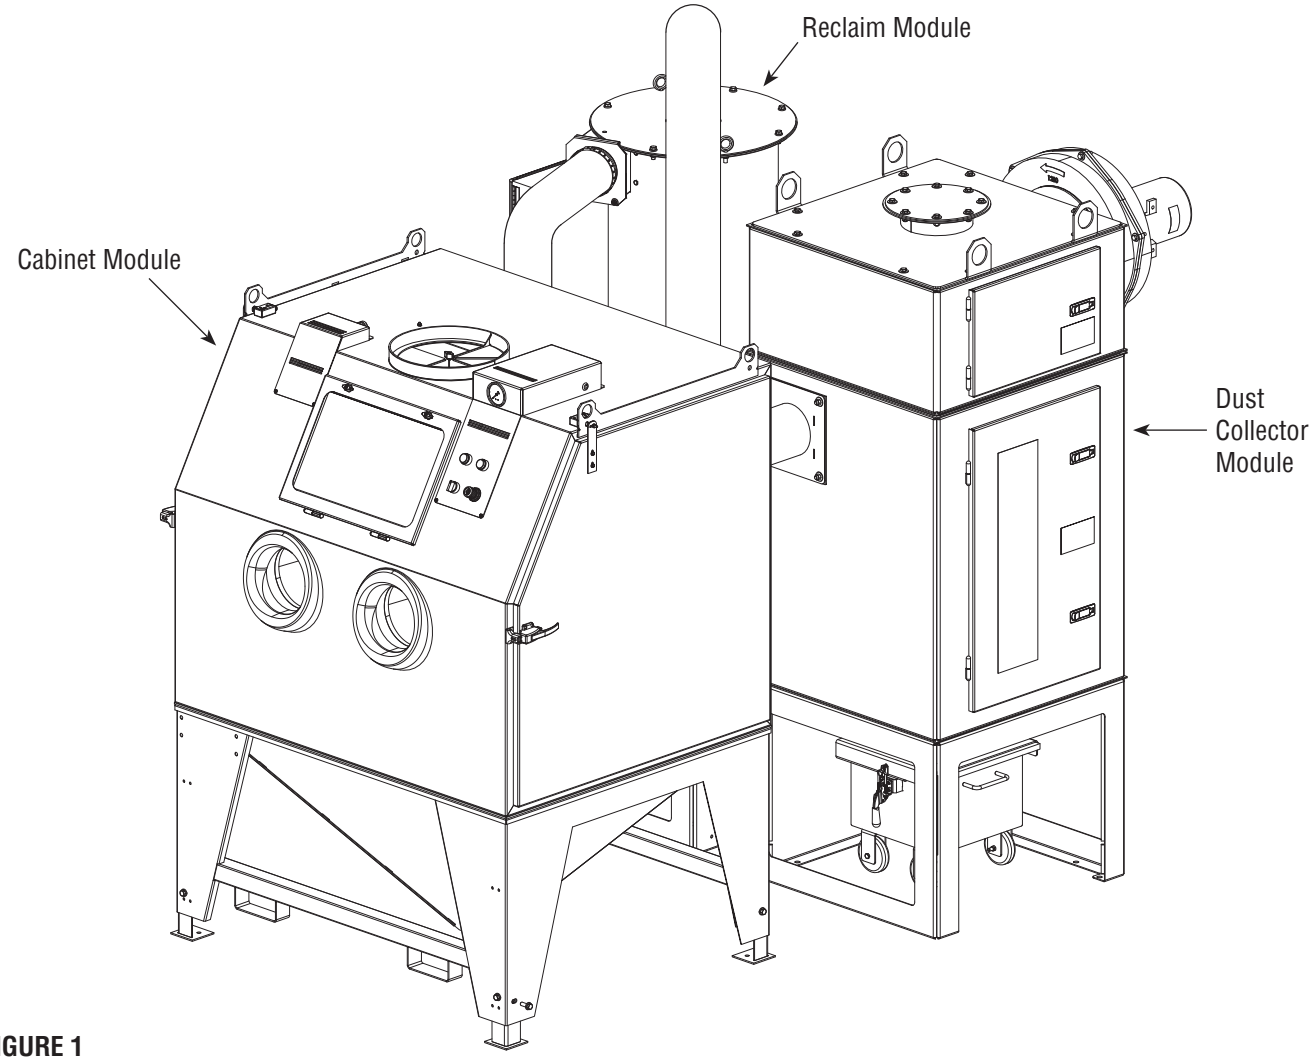

FIGURE 1
1.2.2 | Refer to **Figure 1** for the general arrangement of blast cabinet system components. This illustration is intended to show overall equipment layout only and should not be used as a detailed assembly reference. Actual configuration and appearance of individual modules may vary from what is shown in **Figure 1**.
2.1.1 | Refer to **Figure 1** for general arrangement. Locate components near compressed air and electrical service. Installation must comply with OSHA and local codes. Allow access to all doors and service points, clearance for dust collector maintenance and dust removal, and space for handling large parts. Position freestanding reclaimers directly behind the cabinet with flex hoses and metering valve facing the cabinet to minimize hose bends and wear. Finalize component placement before making air, electrical, or hose connections.